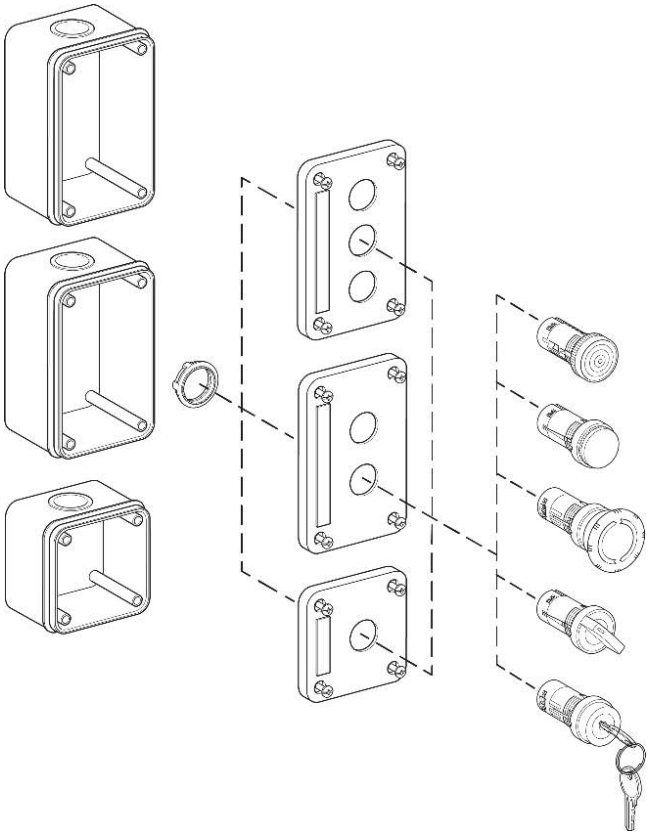

Рисунок 1. Сборка и замена элементов поста ПКУ22
2.2.7 Открыть крышку поста и установить в него органы контроля и управления (при разукомплектованном типе поста) см. рисунок 1.